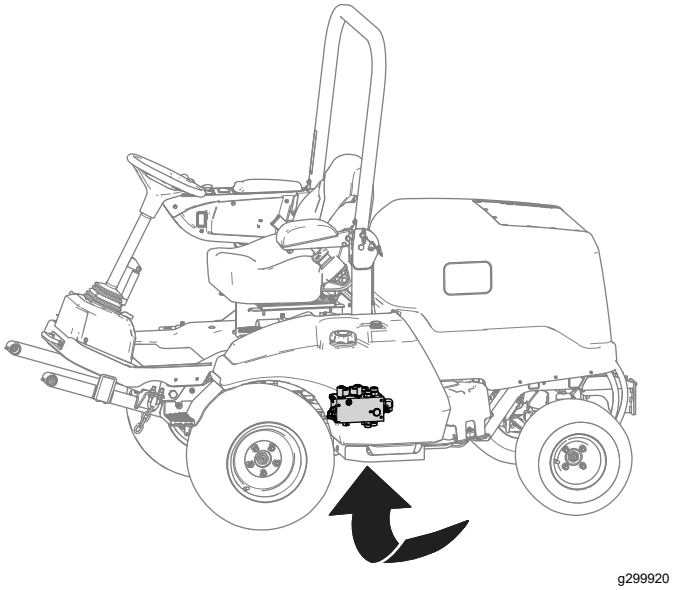

Figura 9
A. Coloque un recipiente de vaciado debajo del distribuidor hidráulico (ilustrado en la Figura 9).